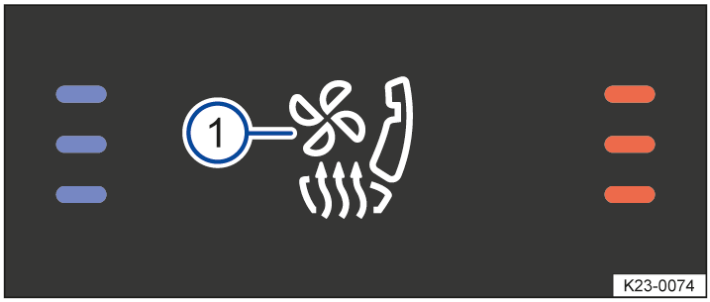

Fig. 1 In the Infotainment system: seat ventilation, seat settings and seat heating.
1. To open the Seats menu, tap the → *fig. 1* (1) function key for the driver's side or the passenger's side.